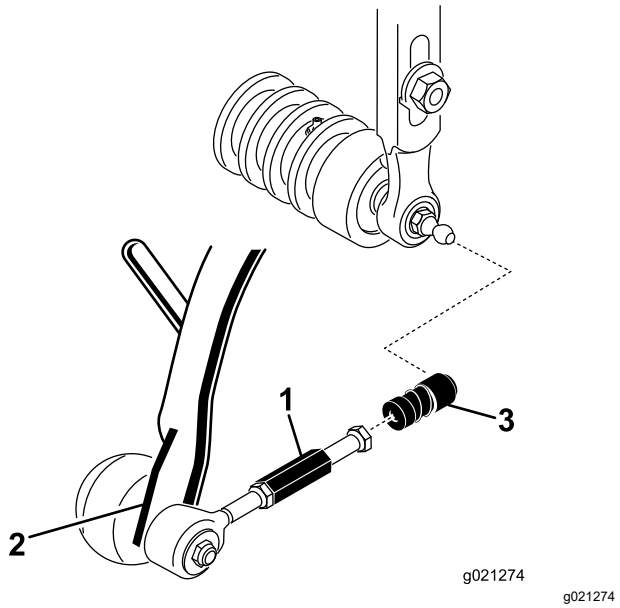

Figuur 7
3. Schuif de mof van de kogelverbindinghouder terug en haak de houder op de halvekogeltap van het maaidek (Figuur 7).